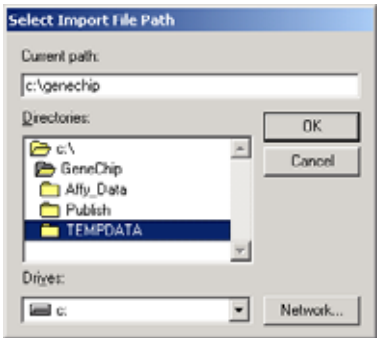

Figure A.3
20. On the menu bar, select **Tools →File Path**. Set the path for the location of the files for import. For example, C:\GeneChip\TempData **(Figure A.3)**.